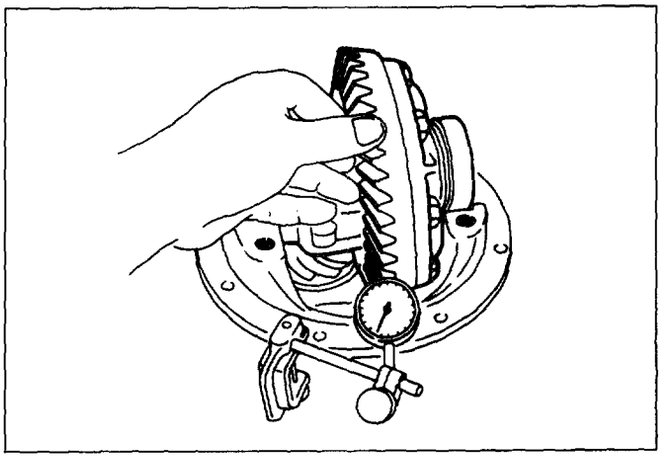

Fig. 4B-45
5) Remove side bearing (Fig. 4B-46).